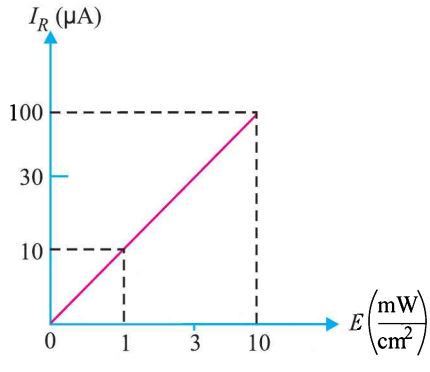

Fig. 7.12
(*i*) **Reverse current-Illumination curve.** Fig. 7.12 shows the graph between reverse current (I_R) and illumination (E) of a photo-diode. The reverse current is shown on the vertical axis and is measured in μA. The illumination is indicated on the horizontal axis and is measured in mW/cm^2. Note that graph is a straight line passing through the origin.